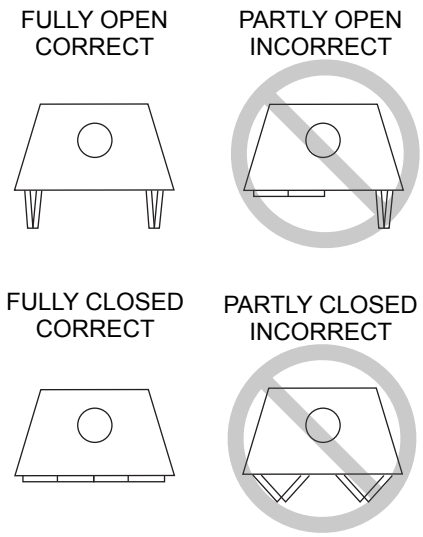

**Figure 3.3 Operating Positions of Bi-fold Doors**
- Refer to Figure 3.3 proper use.